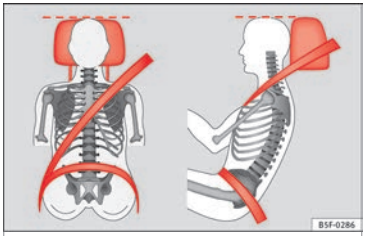

Fig. 4 Correctly adjusted head restraint as viewed from the front and the side.
– Adjust the head restraint so that its upper edge is, as far as possible, at the same level as the top of your head, or at the very least, at eye level ››› Fig. 4.